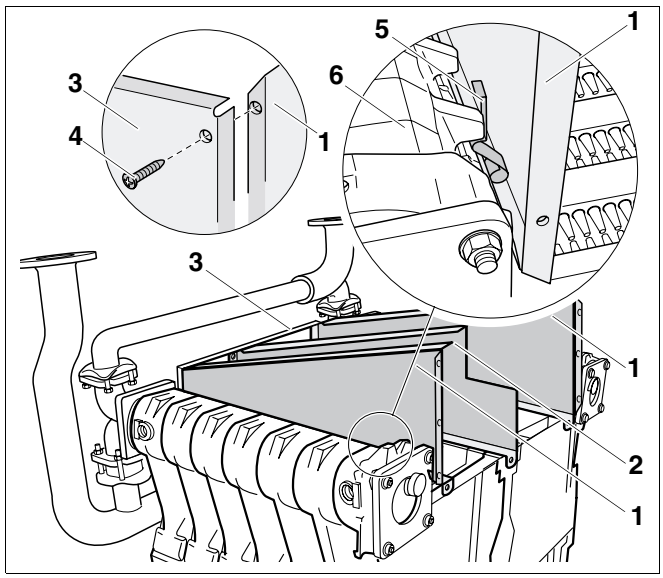

Рис. 37 Установка боковых стенок
- По очереди вставить боковые стенки (рис. 37, **поз. 1**) в направляющий паз и закрепить винтами с плоской головкой 3,9 x 9,5 (рис. 37, **поз. 4**) к передней стенке (рис. 37, **поз. 3**).
- Вставить закладные гайки M6 (в зависимости от размера котла 5 или 7 штук) в соответствующие выемки в боковой (рис. 37, **поз. 1**) и средней стенке (рис. 37, **поз. 2**).
- Вставить четыре прижима (рис. 37, **поз. 5**, два справа, два слева) между боковыми стенками (рис. 37, **поз. 1**) и котловым блоком (рис. 37, **поз. 6**).
При неправильной установке прижимов дымовые газы из коллектора могут проникать в помещение (см. рис. 37, **поз. 5**, стр. 36).